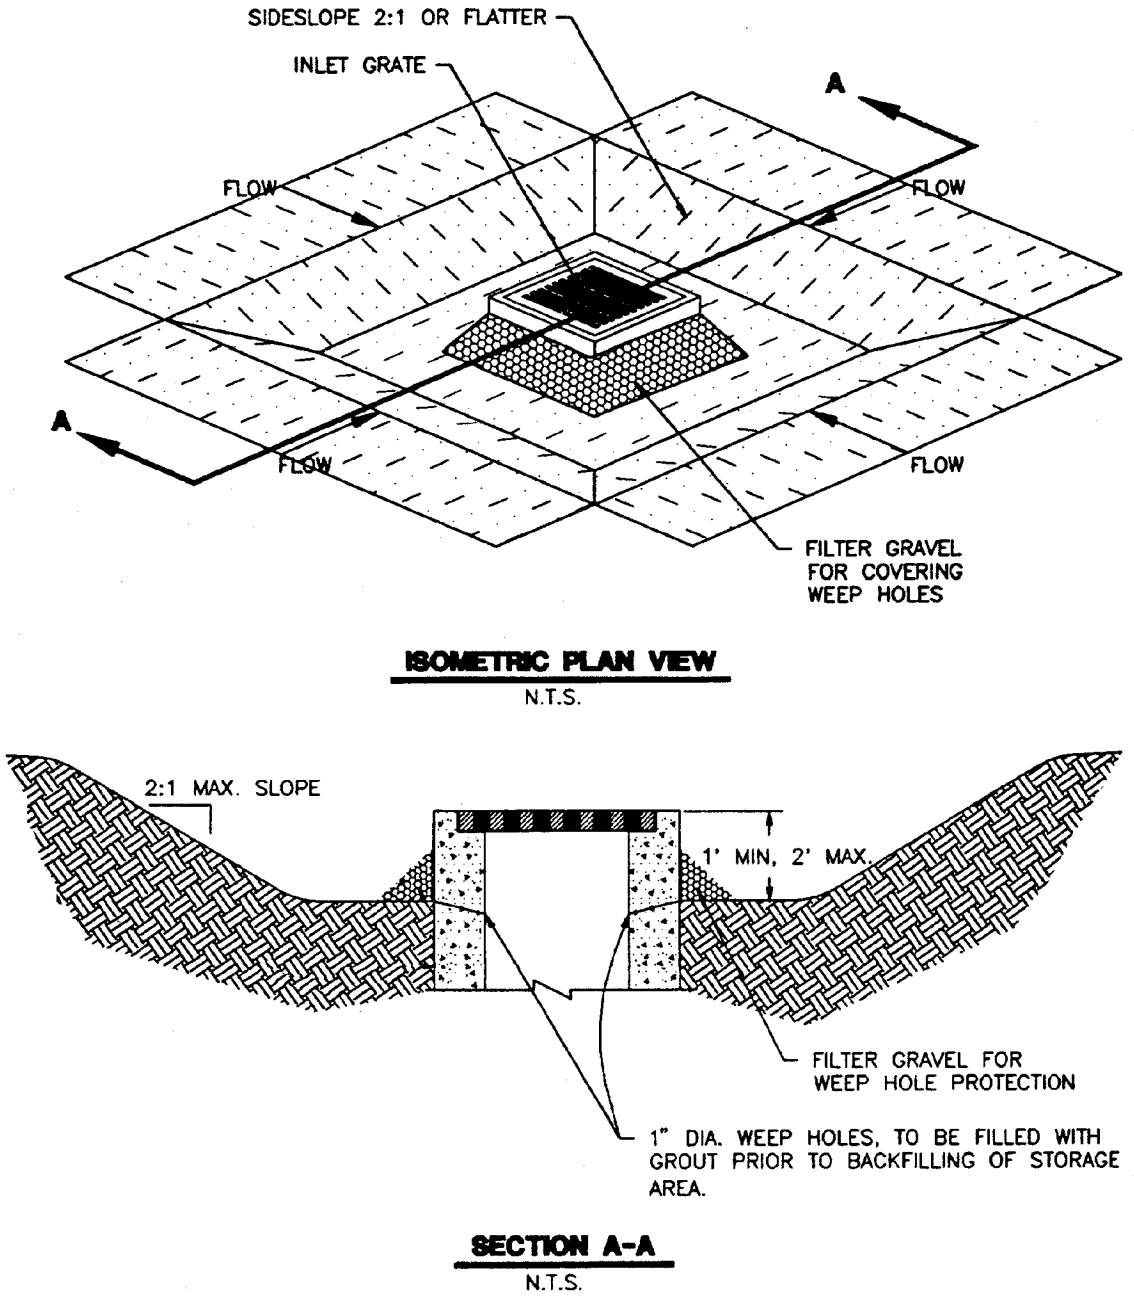

Figure 1-36 Excavated Inlet Protection (NCTCOG, 1993)
(1) The excavated trap should be sized to provide a minimum storage capacity calculated at 3,600 cubic feet per acre of drainage area. A trap should be no less than 1-foot nor more than 2 feet deep measured from the top of the inlet structure. Side slopes should not be steeper than 2:1 (see Figure 1-36).